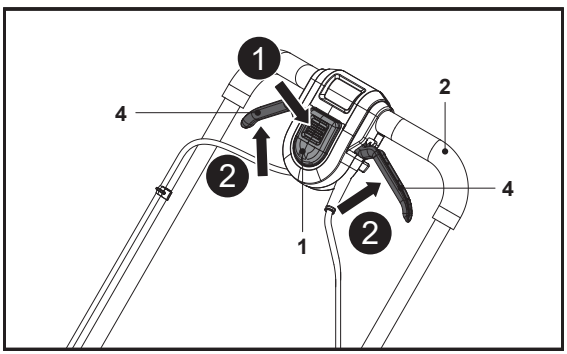

Fig. 14
1. Se tenir derrière le guidon (2).
2. Tout en maintenant l'interrupteur de sécurité (1) enfoncé, tirer les leviers de démarrage (4) vers le guidon (2) et les maintenir dans cette position (Fig. 14, étapes 1, 2).
3. Une fois la tondeuse à gazon démarrée, relâcher l'interrupteur de sécurité (1).